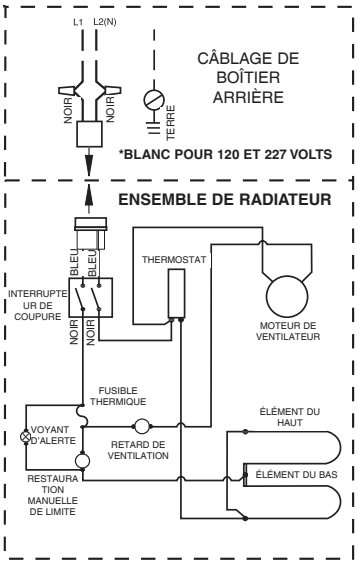

Figure 3
1. Suivez le schéma de câblage (Figure 3) pour brancher les fils d'alimentation avec les fils du radiateur dans le boîtier arrière.